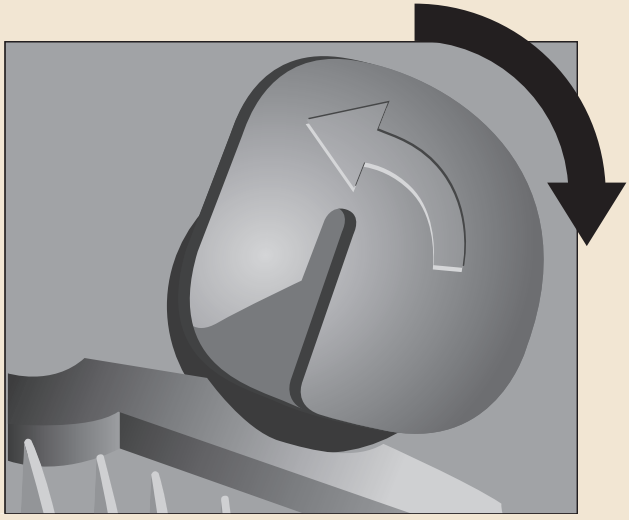

Figura 18.17: Gire o topo da presilha para a direita.
3. Gire a presilha totalmente para a direita (no sentido contrário ao da seta que está desenhada em seu topo). Ver Figura 18.17.
5. Verifique se todas as presilhas estão na posição mostrada na Figura 18.17.